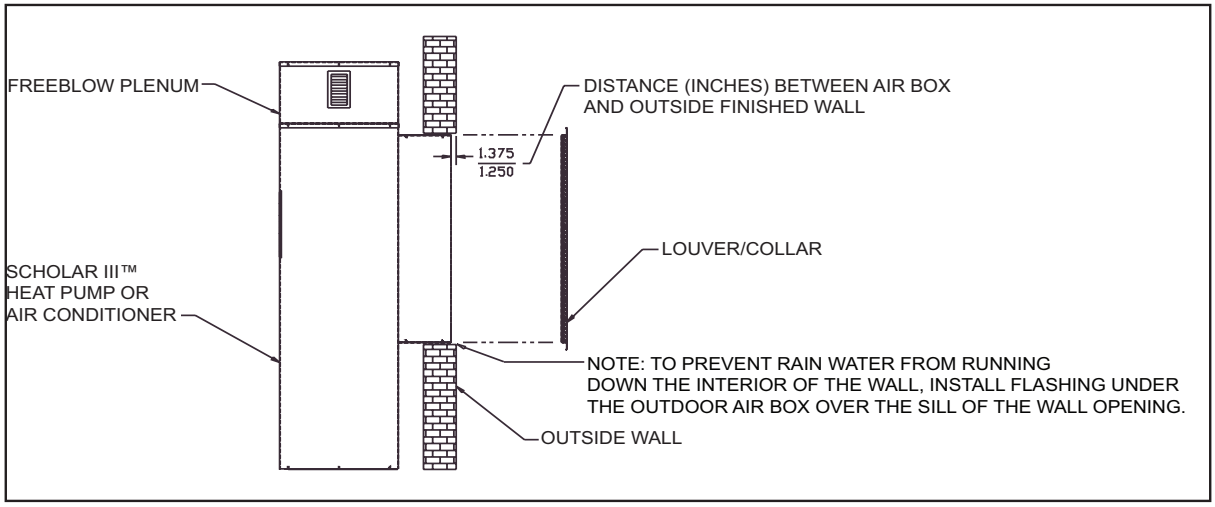

Figure 5. Dimension Between Scholar 2.0 Heat Pump or Air Conditioner Air Box and Finished Outside Wall for Outdoor Louver/Collar Assembly Installation
B. Be sure that the power to the line voltage wiring is off prior to hooking-up the wiring within the Scholar 2.0 cabinet. Remove the lower front panel for access to the disconnect. Figure 5 illustrates the disconnect location with the lower front panel removed. Turn the disconnect to “OFF” position.
1. For Scholar 2.0 units with a remote (wall mounted) thermostat, route the low voltage wiring from the point of entry into the cabinet, upward through the raceway adjacent to the disconnect shown in Figure 5.